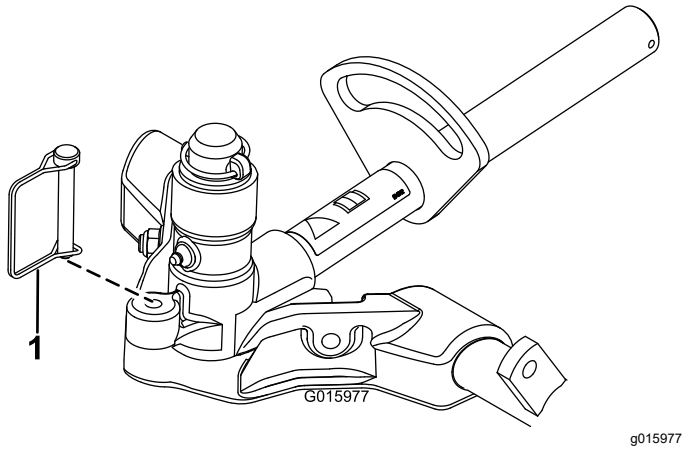

Figura 17
12. Para bloquear (fixar) a marcha das unidades de corte, prenda a forquilha da articulação à estrutura de suporte com um pino de encaixe (Figura 17).